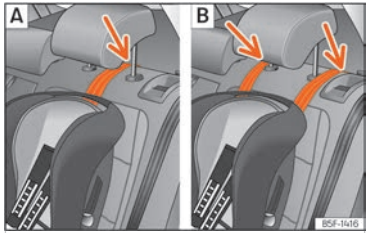
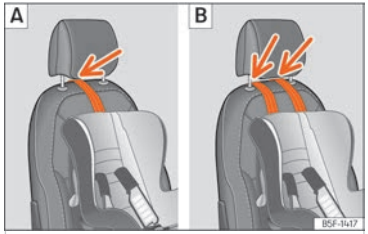

Fig. 44 Seients del darrere: ajust i muntatge en funció del cinturó Top Tether.
Fig. 45 Seient de l'acompanyant: ajust i muntatge en funció del cinturó Top Tether.
- Col·loqueu la corretja per sota del reposacaps (en funció de les instruccions de la cadira, aixequeu o retireu el reposacaps si és necessari) ››› fig. 44, ››› fig. 45.